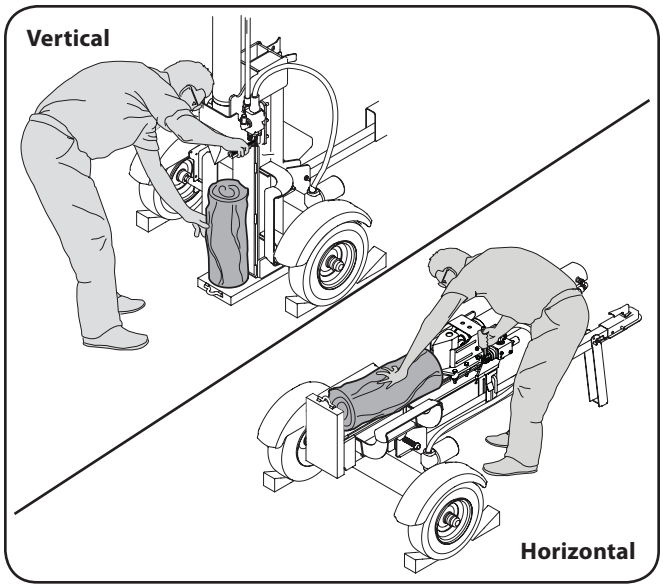

Figure 2-1
6. Siempre opere la máquina desde la(s) zona(s) del operador que se especifican en el manual. Vea la Fig. 2-1.
a. Posición horizontal de funcionamiento: Párese del lado de la palanca de control de la máquina rompetroncos y estabilice el tronco como se indica, si es necesario. Vea la Fig. 2-1.
b. Posición vertical de funcionamiento: Párese delante de la máquina rompetroncos y estabilice el tronco como se indica, si es necesario. Vea la Fig. 2-1.